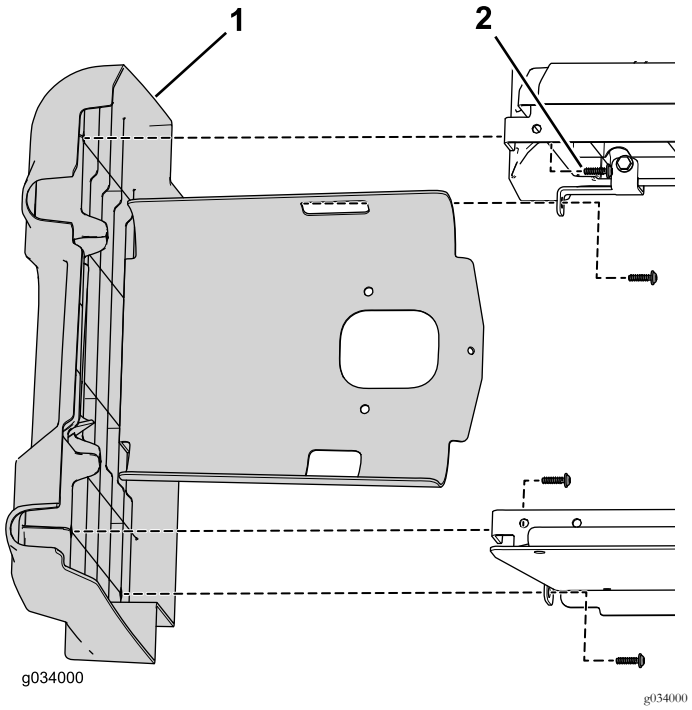

Figur 3
6. Ta bort de fyra skruvarna som håller fast den vänstra panelen på det nedre sätet (Figur 3).